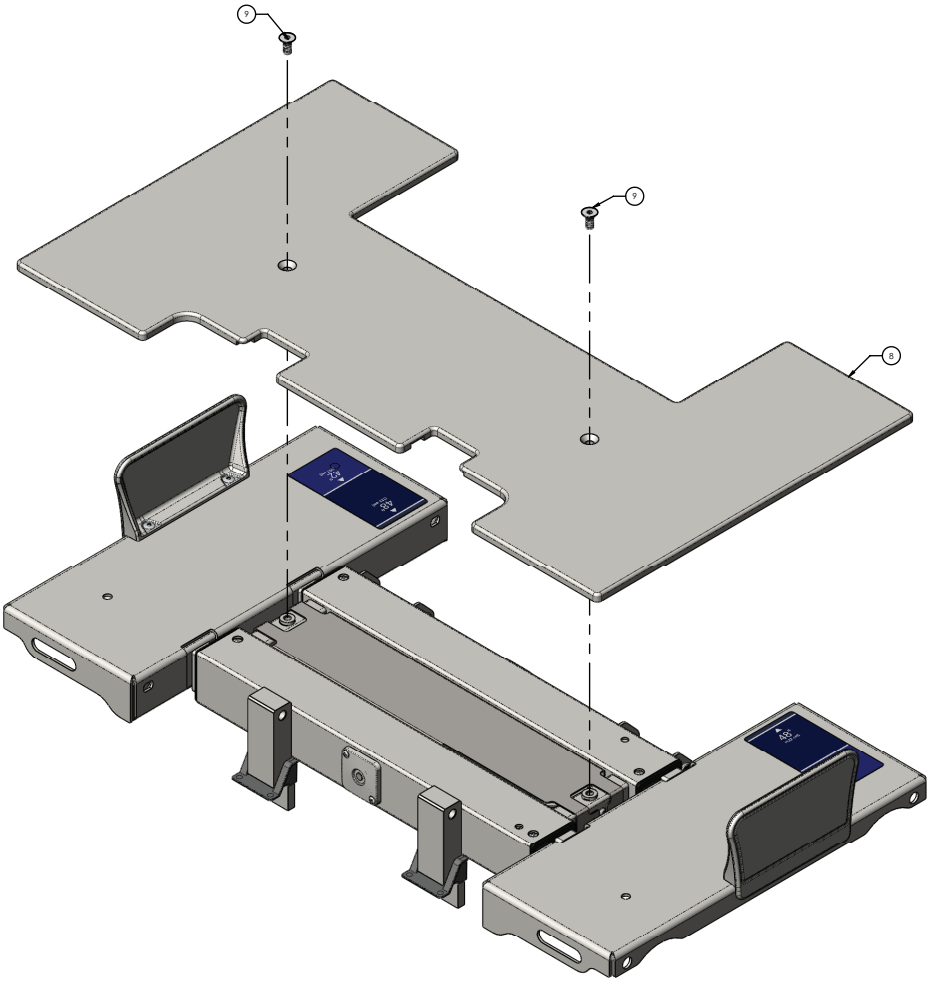

Figure 18 – Remplacement de la carte DPM, milieu
9. En travaillant à partir du milieu à droite, utiliser une clé Torx T40 pour retirer et conserver les deux vis (9) qui fixent le couvercle de la plateforme de l'assise (8) au châssis de l'assise (Figure 18). Enlever et conserver le couvercle de plateforme de l'assise.